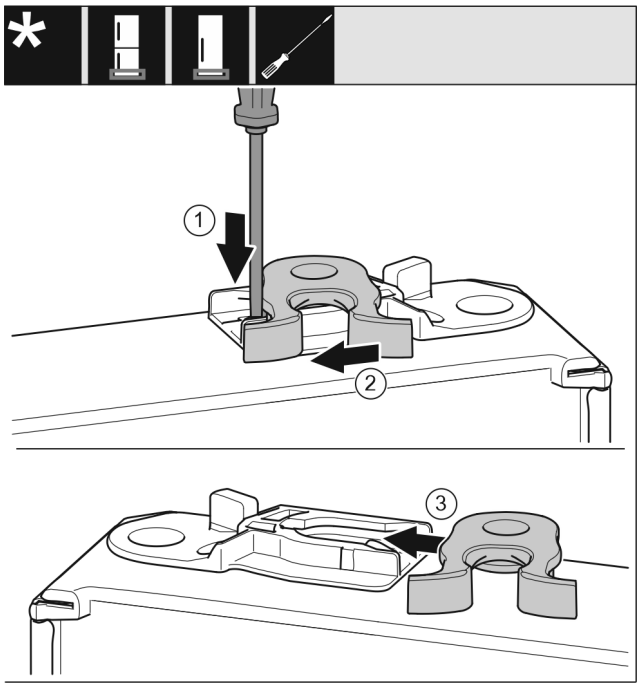

Fig. 18
▶ Potisnite spono *Fig. 18 (1)* navzdol s ploščatim izvijačem.
▶ Povlecite zapiralni kavelj *Fig. 18 (2)* ven iz vodila.
▶ Potisnite zapiralni kavelj *Fig. 18 (3)* na drugi strani v vodilo.